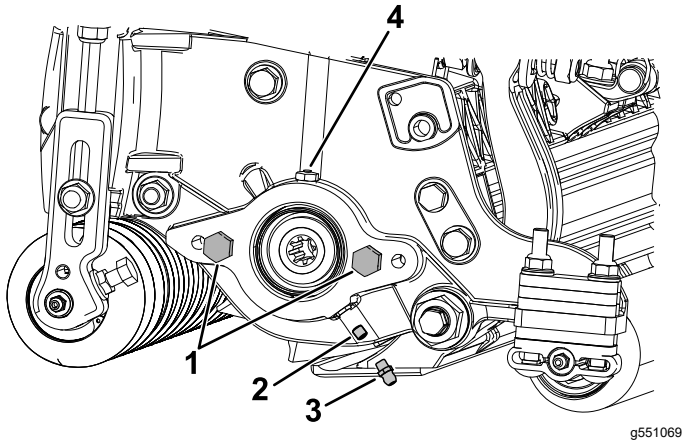

Rysunek 4
1. Wykręć śrubę ustalającą z płyty bocznej silnika wrzeciona (Rysunek 4) i wyrzuć ją.
2. Zamontuj smarowniczkę prostą (Rysunek 4).
2. Jeżeli w płycie bocznej silnika wrzeciona nie ma śrub kołpakowych, wkręć je (Rysunek 4).
5. Wtłaczaj smar w płytę boczną, aż nadmiar smaru zacznie wydostawać się z otworu odpowietrzającego (Rysunek 4).